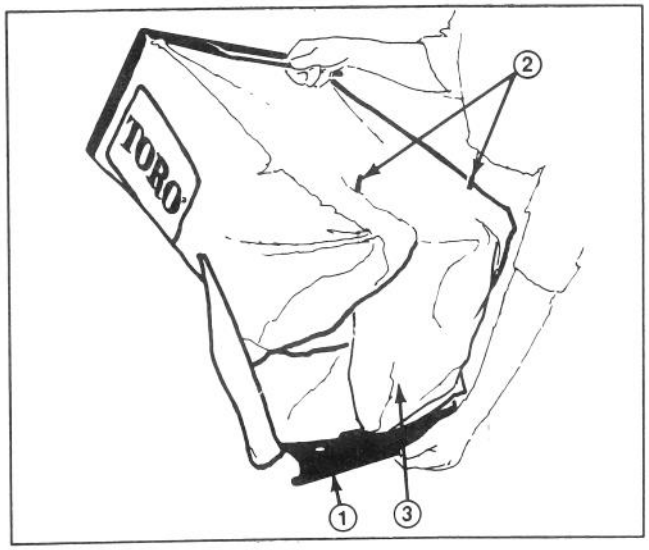

Abbildung 13
4. SACKENTLEERUNG—Fassen Sie den Griff des Sackrahmens an, heben Sie den Plastikhebel von den Stiften und schieben Sie das hintere Ende des Grassacks vom Sackrahmen herunter (Abb. 13). Die Klappe am hinteren Ende des Grassacks hochheben, und langsam das vordere Ende des Sacks anheben und schütteln, um den Sack zu entleeren.